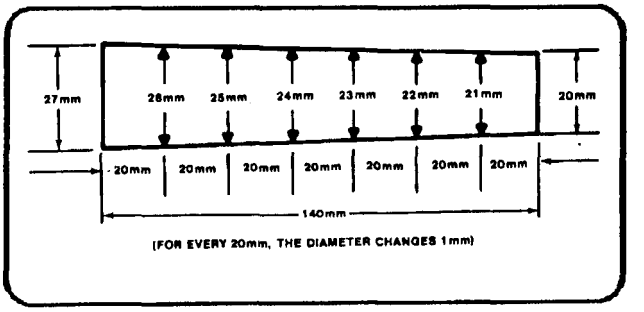

Figure 7-66. Metric taper, 1:200mm.
Metric tapers can also be calculated for taper turning by using the offset tailstock method. Metric tapers are expressed as a ratio of 1 mm per unit of length. Figure 7-66 shows how the work would taper 1 mm in a distance of 20 mm. This taper would then be given as a ratio of 1:20 and would be annotated on small diameter (d) will be 1 mm greater (d +). Refer to the following formula for calculating the dimensions of a metric taper. If the small diameter (d), the unit length of taper (k), and the total length of taper (1) are known, then the large diameter (D) may be calculated. The large diameter (D) will be equal to the small diameter plus the amount of taper. The amount of taper for the unit length (k) is (d + 1) - (d). Therefore, the amount of taper per millimeter of unit length = (l/k). The total amount of taper will be the taper per millimeter (l/k) multiplied by the total length of taper (l).